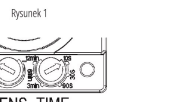

Rysunek 2
- Ustaw pokrętłem czas (TIME) na minimum i czułość na światło (LUX) na maksimum jeśli test przebiega w dzień – rys.2.
- Set the time (TIME) to the minimum and sensitivity to light (LUX) to the maximum if the test is carried out in daytime - Fig. 2.